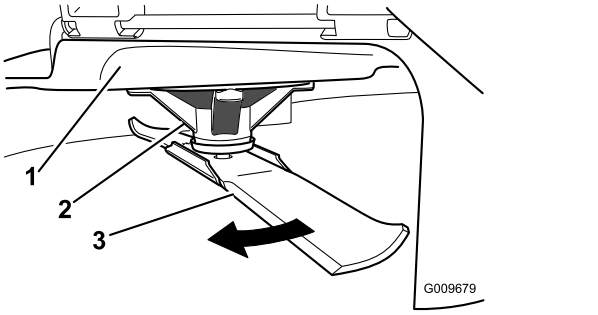

Figuur 52
2. Draai terwijl u dikke handschoenen of andere adequate handbescherming draagt langzaam het te meten mes in een stand die effectieve meting mogelijk maakt van de afstand tussen de maairand en het egale oppervlak waarop de machine staat (Figuur 52).